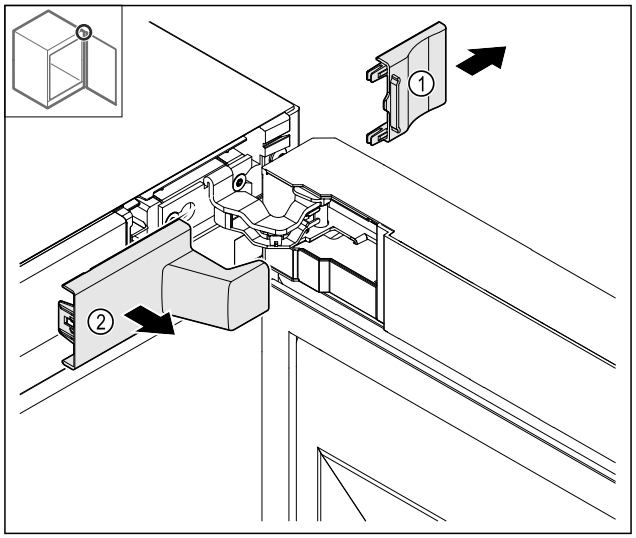

Fig. 8
▶ Afdekking *Fig. 8 (1)* en vervolgens *Fig. 8 (2)* verwijderen.